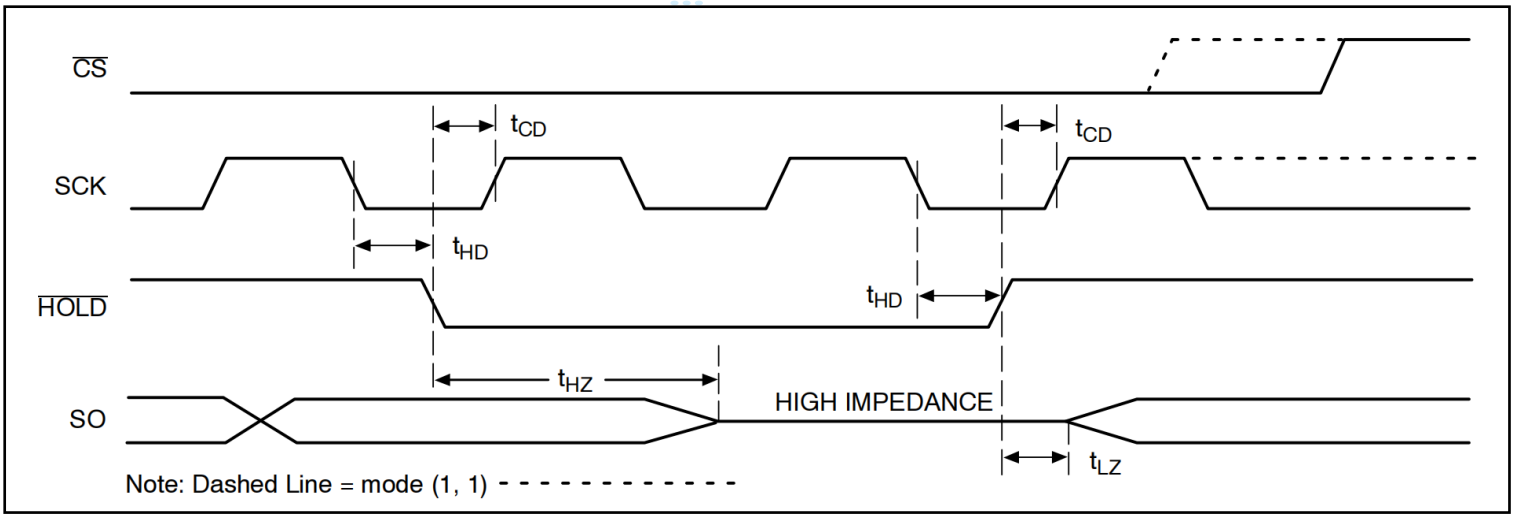

Figure 11. HOLD Timing
Hold Operation ：The HOLD input can be used to pause communication between host and CAT25M01. To pause, HOLD must be taken low while SCK is low (Figure 11). During the hold condition the device must remain selected (CS low). During the pause, the data output pin (SO) is tri_stated (high impedance) and SI transitions are ignored. To resume communication, HOLD must be taken high while SCK is low.